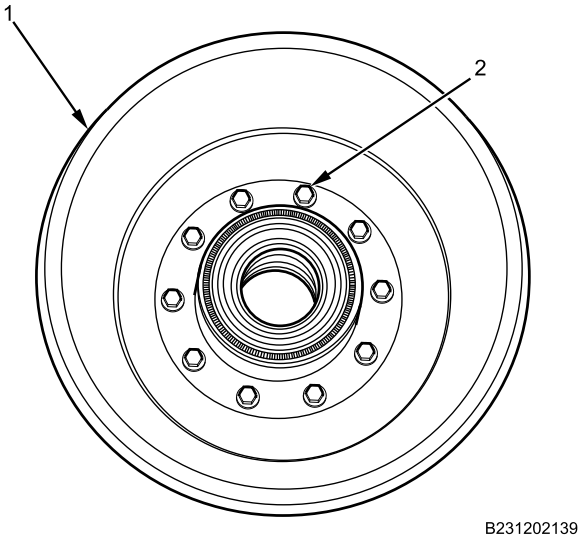

Figure 5. Rear Brake Drum.
2. Install rear brake drum (Figure 5, Item 1) on hub assembly with 10 washers and 10 bolts (Figure 5, Item 2). Tighten all bolts securely.